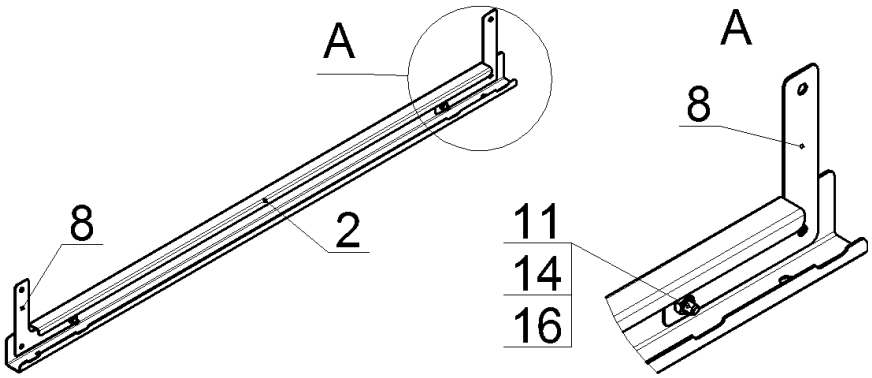
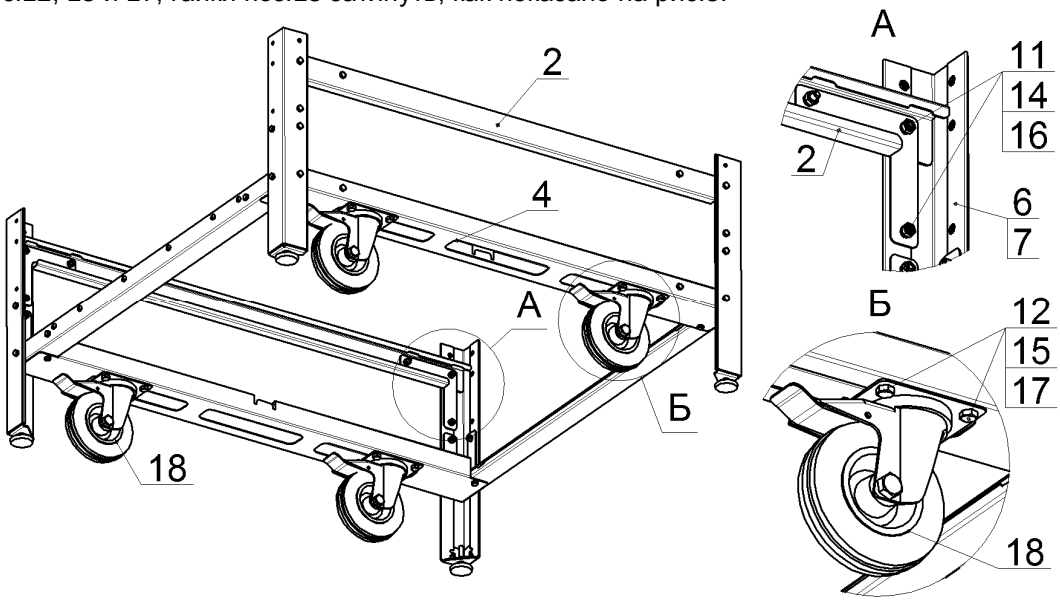

Рис.4
Рис.5
6. Собрать профили боковые верхние, поз.2 (944мм) с угольниками, поз.8 при помощи болтов, гаек и шайб, поз.11, 14 и 16, гайки не затягивать, как показано на рис.4:
7. Закрепить узлы (рис.4) на стойках поз.6 и 7 болтами, гайками и шайбами поз.11, 14 и 16, гайки не затягивать. Закрепить на профилях боковых нижних поз.4 колёса поворотные поз.18 ботами, гайками и шайбами поз.12, 15 и 17, гайки поз.15 затянуть, как показано на рис.5: